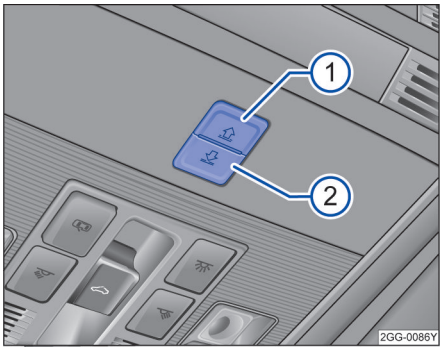

图 60 在顶篷中：遮阳卷帘的按钮。
按钮→ 图 60 ① 和 ② 设有 2 挡位置。1 挡位置：可完全或部分打开或关闭遮阳卷帘。
功能	操作方法→ 图 60